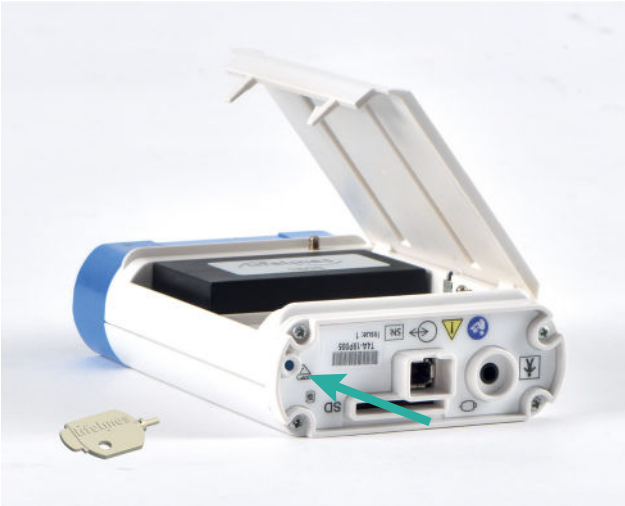

*Figure 3: Battery replacement*
2. Using the T4/T4A Tool, open the battery door by pressing the door-release button. The battery door will spring open. See Figure 3.